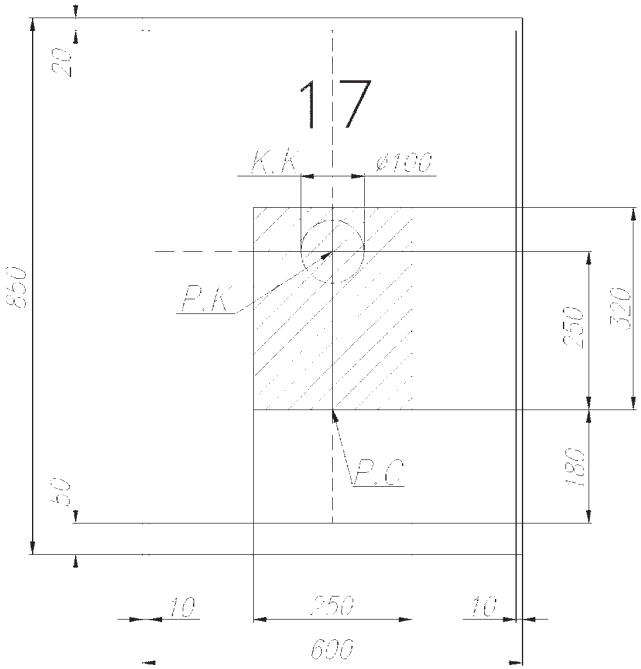

Rys. 101. Tarcza do przystrzeliwania karabinków:
Celność karabinków sprawdza się i przystrzeliwuje je nabojami z pociskami zwykłymi (pobranymi z puszki hermetycznej). Naboje powinny być z jednej partii. Odległość strzelania wynosi 100 m, celownik – 3 (przeziernik), postawa - leżąca z podpórką. Strzela się ogniem pojedynczym do czarnego prostokąta wysokości 37 cm i szerokości 25 cm, znajdującego się na białej tarczy wysokości 0,85 m i szerokości 0,6 m *(rys. 101)*. Punktem celownika (PC) jest środek dolnego skraju czarnego prostokąta; punkt ten powinien się znajdować mniej więcej na poziomie oka strzelającego. Na linii pionowej, 25 cm nad punktem celowania, należy zaznaczyć kredą lub kolorowym ołówkiem punkt kontrolny (PK) określający prawidłowe położenie średniego punktu trafienia (ŚPT).